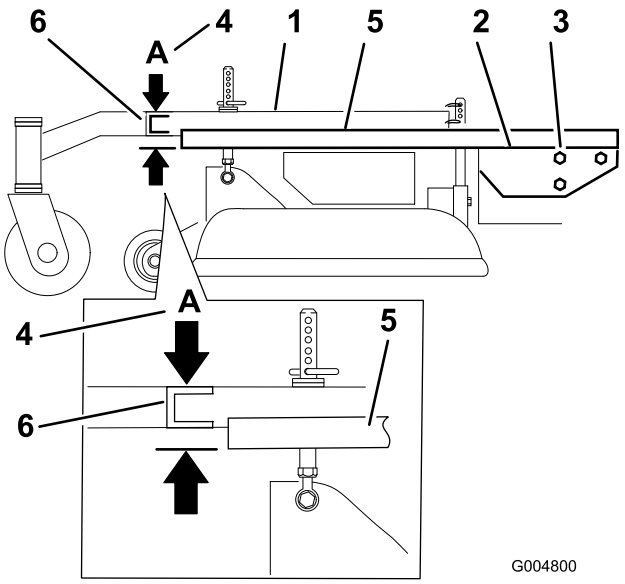

**Figure 69**
3. Placez une longue planche, ou autre objet similaire parfaitement droit en haut du plancher moteur, comme illustré à la Figure 69.
4. Au niveau du tube transversal du bâti porteur, mesurez la hauteur au point **A** (Figure 69). Elle doit être égale à 33 mm (1-5/16") ± 6 mm (1/4").
6. Desserrez les boulons de montage du bâti porteur de chaque côté de la machine (Figure 69).
7. Alignez le bâti porteur et le plancher moteur à la même hauteur qu'au point **A**, c.-à-d. 33 mm (1-5/16") ± 6 mm (1/4") (Figure 69).